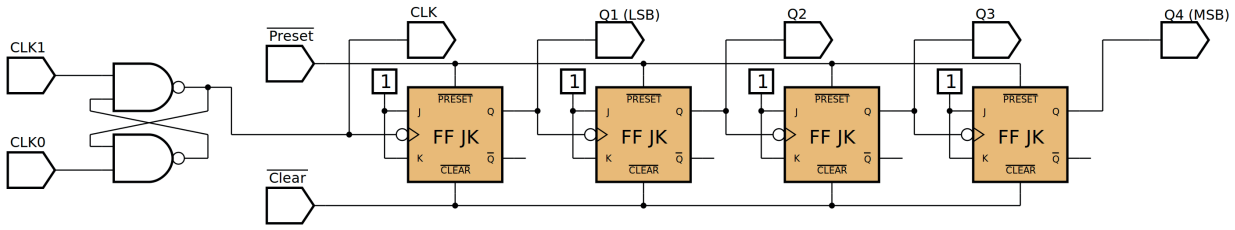

Figura 10.6 – Diagrama esquemático.
4. Utilize um programa de simulação em computador (SmartSim, Atanua, Qucs) faça a simulação do circuito da figura 10.6. Compare os resultados com a tabela 10.1.